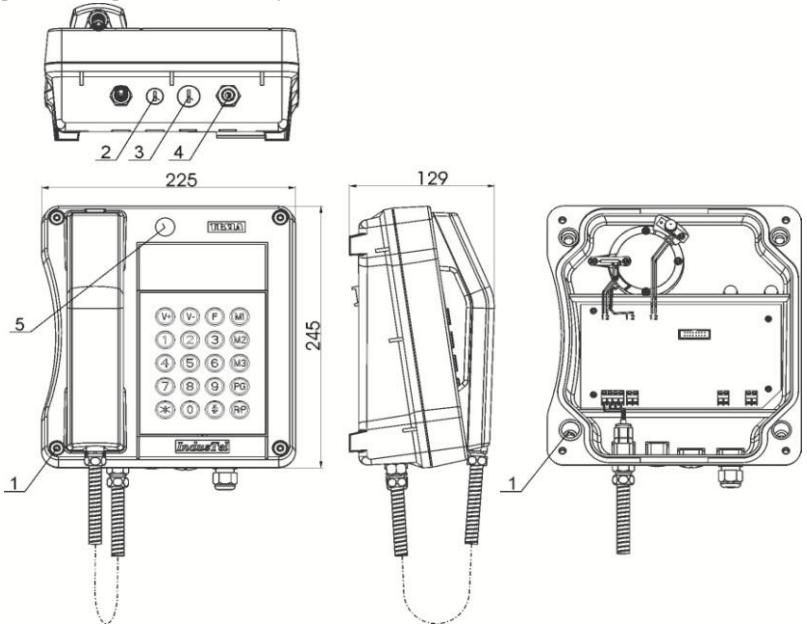
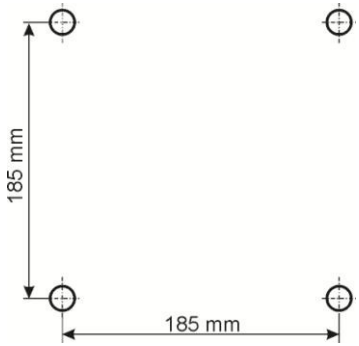
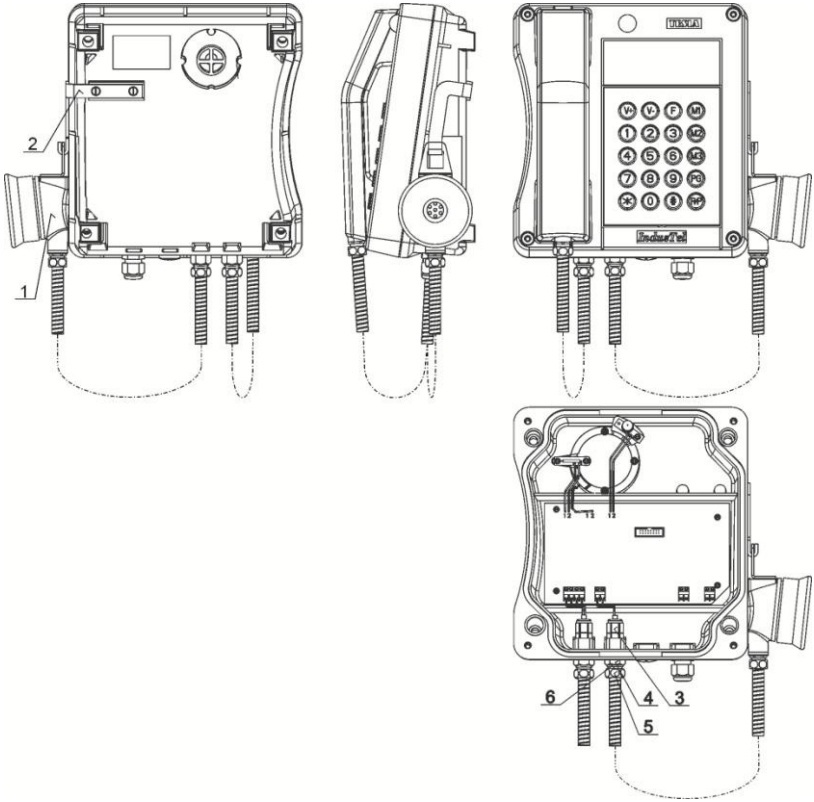

рис.1 Телефонный аппарат 4 FP 153 36 **рис.2 Телефон со снятой верхней крышкой**
рис.3 Расположение посадочных отверстий
рис. 4 ТА 4 FP 153 36 с дополнительным микротелефоном 4 FN 615 09
С помощью ключа TORX отвинтить 4 винта на верхней крышке телефона (поз.1 рис.1). Снять верхнюю крышку. В углах нижней части корпуса телефонного аппарата находятся 4 посадочных отверстия для болтов, (поз.1 рис.2) при помощи которых аппарат крепится на стену. Расположение посадочных отверстий для болтов отображено на рис.3. Рекомендуется использовать болты М6 или М8 мм.
К телефонным аппаратам можно подключить дополнительный микротелефон (поз.1 рис.4) и внешнее вызывное реле.
1. Перед подключением внешнего вызывного устройства (дополнительного звонка) необходимо демонтировать заглушку (поз.3 рис.1) из корпуса телефона и заменить ее кабельным вводом.
1. Смонтируйте держатель дополнительного микротелефона (рис.4 поз.2). Держатель входит в комплект поставки дополнительного микротелефона.
2. Снимите верхнюю крышку телефонного аппарата (рис.1,2).
3. Демонтируйте заглушку (поз.2 рис.1), находящуюся на внутренней стенке телефонного аппарата и вкрутите кабельный ввод М12х1,5, входящий в комплект поставки дополнительного микротелефона (поз.3 рис.4). С внешней стороны вкрутите ответную часть кабельного ввода (поз.4рис.4).
4. Ослабьте гайку кабельного ввода (поз.3 рис.4) и с внешней стороны проденьте шнур дополнительного микротелефона. Ослабьте гайку бронированного шнура (поз. 5 рис. 4) и введите его с внешней стороны в ответную часть кабельного ввода (поз. 6 рис.4), после чего затяните гайку бронированного шнура (поз.5 рис.4). С внутренней стороны телефонного аппарата затяните гайку кабельного ввода (поз.3 рис.4).
При входящем вызове телефонный аппарат звонит в ритме установленного вызывного сигнала, мигает сигнальный диод на лицевой стороне аппарата (поз.5 рис.1). Для осуществления разговора снимите микротелефонную трубку.